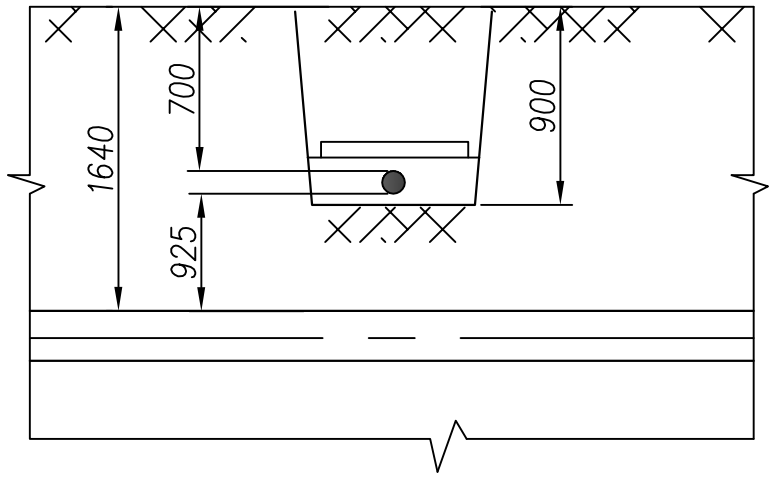

Рис. 5
– уч 6–ВРУ – ввод в здание, см. Лист 1.4 Рис. 5.